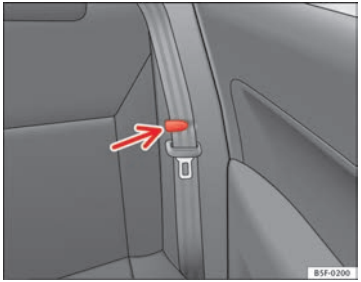

Fig. 89 Clip to support the seat belt
– Place the side seat belts in the trim clip ⇒ Fig. 89.